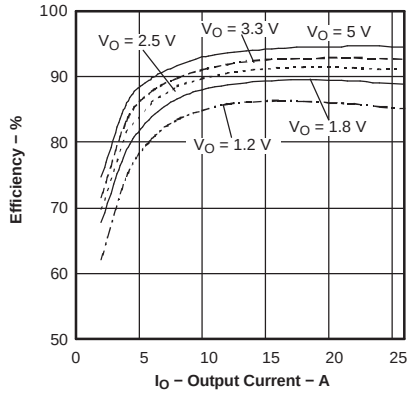
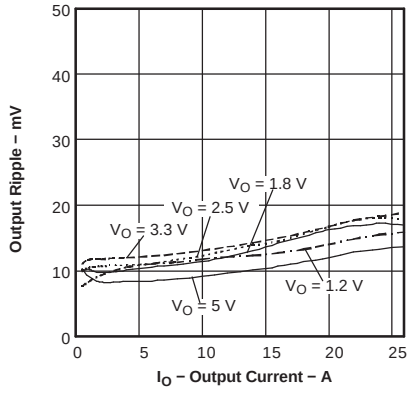
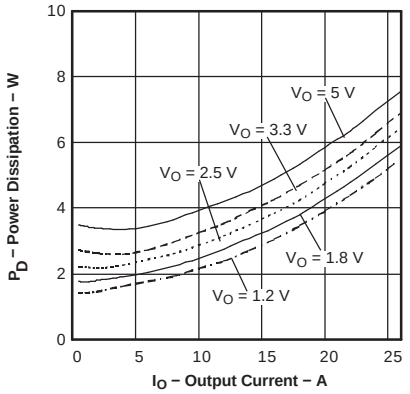

Figure 1.
Figure 2.
Figure 3.
(1) Characteristic data has been developed from actual products tested at 25°C. This data is considered typical data for the converter. Applies to Figure 1, Figure 2, and Figure 3.